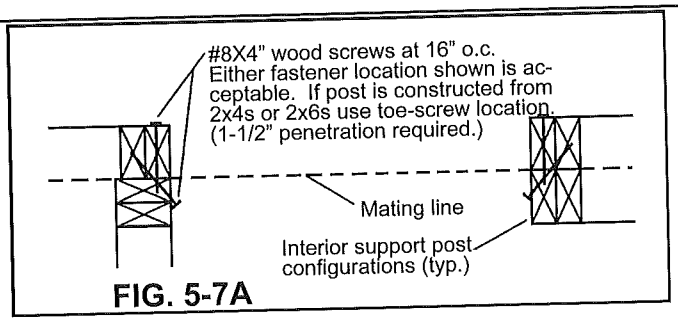

FIG. 5-7A
10. If home has double mating walls, then fasten the mating wall columns together with #8 x 4" screws 16" o.c. Shim any gaps at columns with plywood or lumber and increase fastener length to achieve min. penetration. See Figure 5-7A.